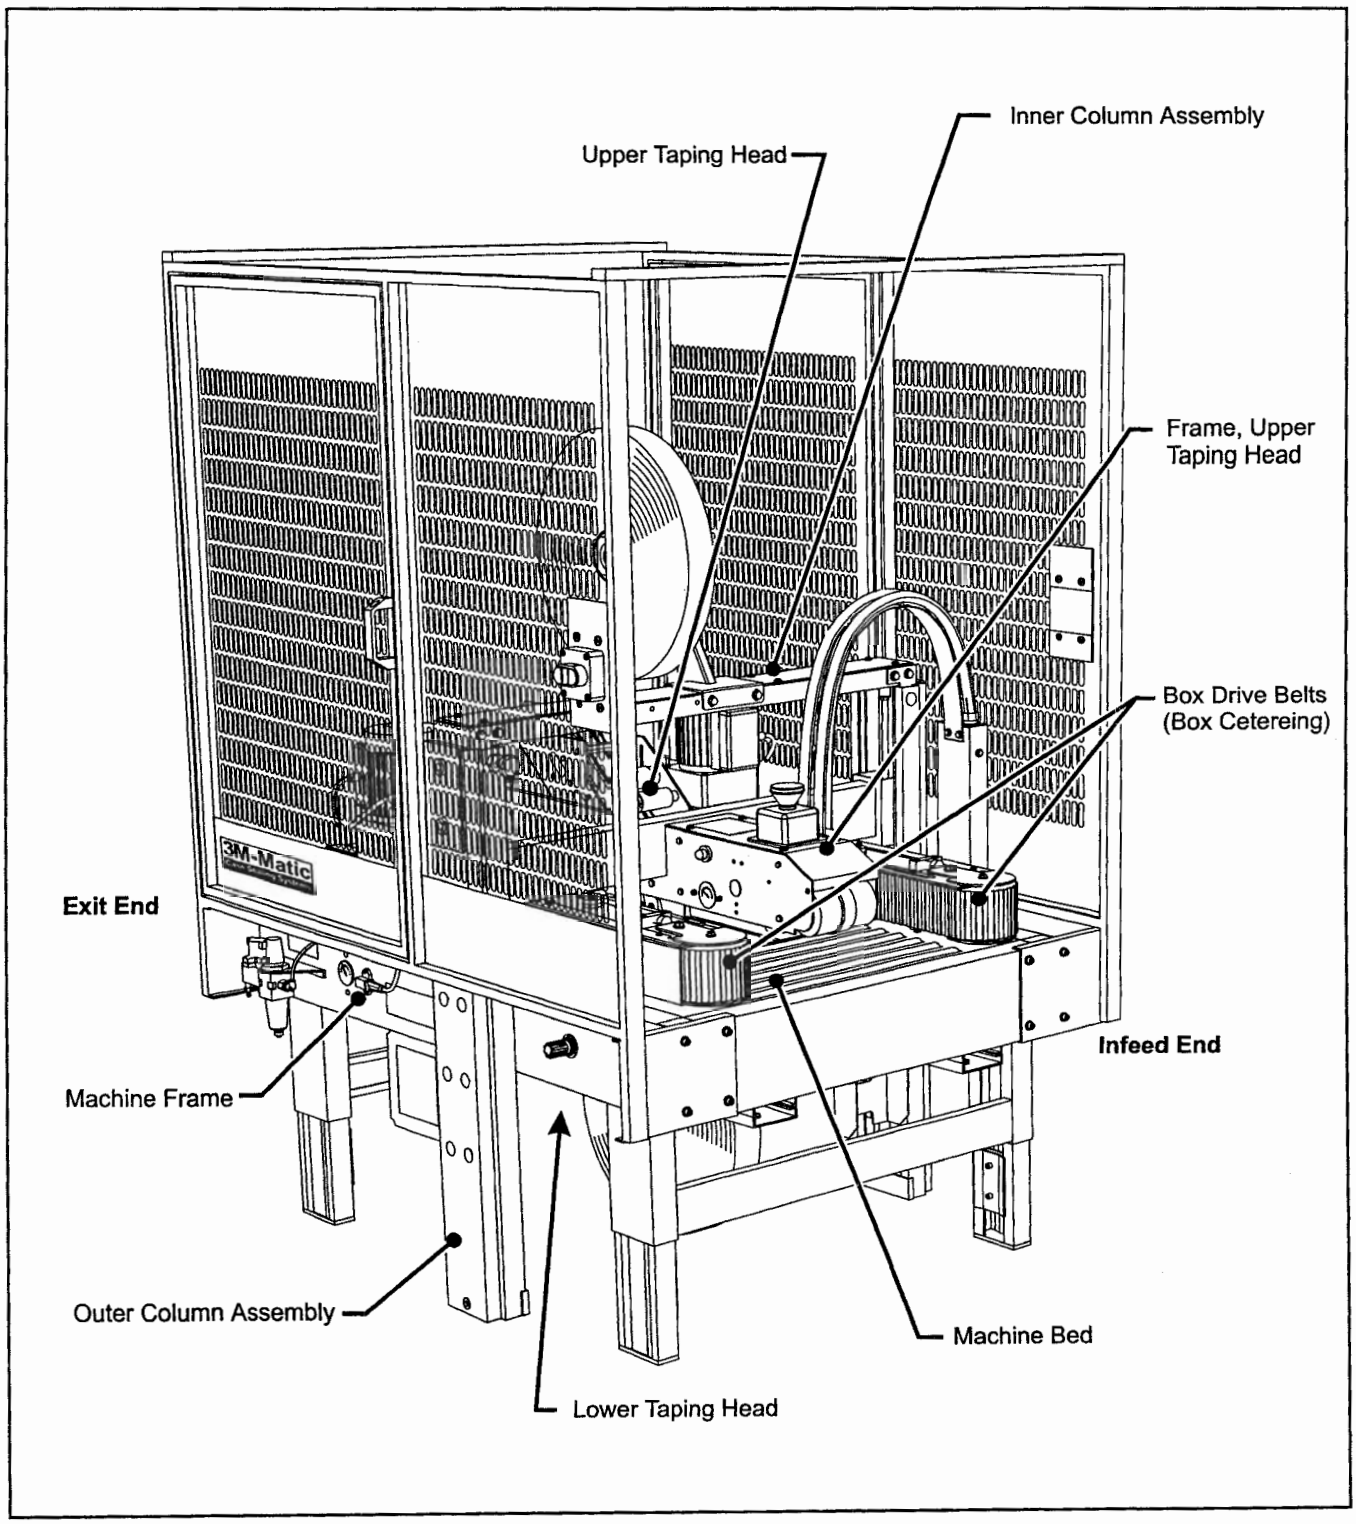

Figure 3-1 – Case Sealer Components
The following instructions are presented in **the order recommended** for setting up and installing the case sealer. Following them step by step will result in an installation in your production line that best utilizes the many features built into the case sealer. Refer to Figure 3-1 to identify the various components of the case sealer.
The electrical control box, shown in Figure 3-1, contains the "On/Off" switch with pre-set circuit breaker and can be located on either side of the machine frame for customer operating convenience. A standard three conductor power cord with plug is provided at the back of the electrical control box for 115 Volt, 60 Hz, 6.4 Amp electrical service. The receptacle providing this service shall be properly grounded. Before the power cord is plugged into 115 Volt, 60 Hz outlet make sure the red "Off" button is depressed and that all packaging materials and tools are removed from the machine. **Do not plug electrical cord into outlet until ready to run machine.**
Refer to Figure 3-1 and 3-2 to acquaint yourself with the various components and controls of the case sealer. Also see Figures 3-1 and 3-2 in Section II for taping head components.
8. **Both the upper and lower taping heads utilize extremely sharp knife blades. The blades are located under the orange blade guard which has the "WARNING – SHARP KNIFE" label. Before loading tape, refer to Figures 3-1 and 3-2 in Section II to identify the blade location. Keep hands out of these areas except as necessary to service the taping heads.**